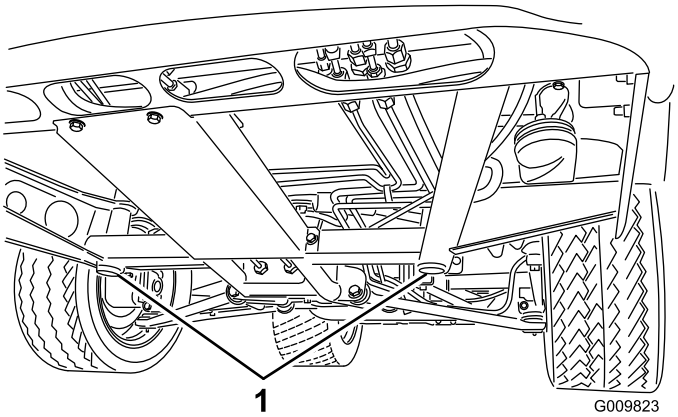
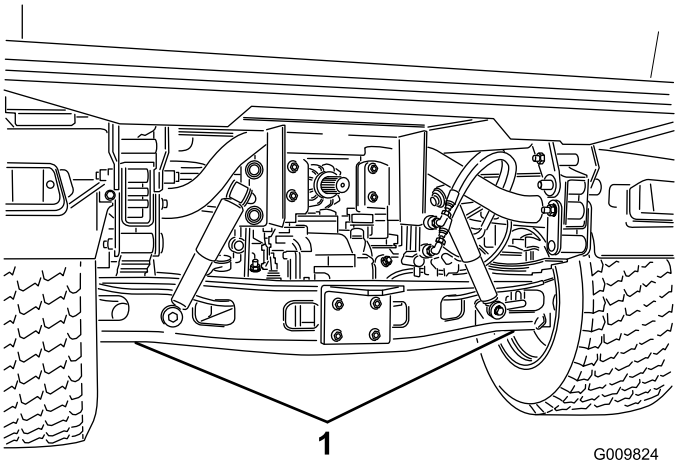

Figur 35
Figur 36
- Donkraftpunktet foran på maskinen er under stelstøtten midt på (Figur 35), og bagpå maskinen er det under akslen (Figur 36).